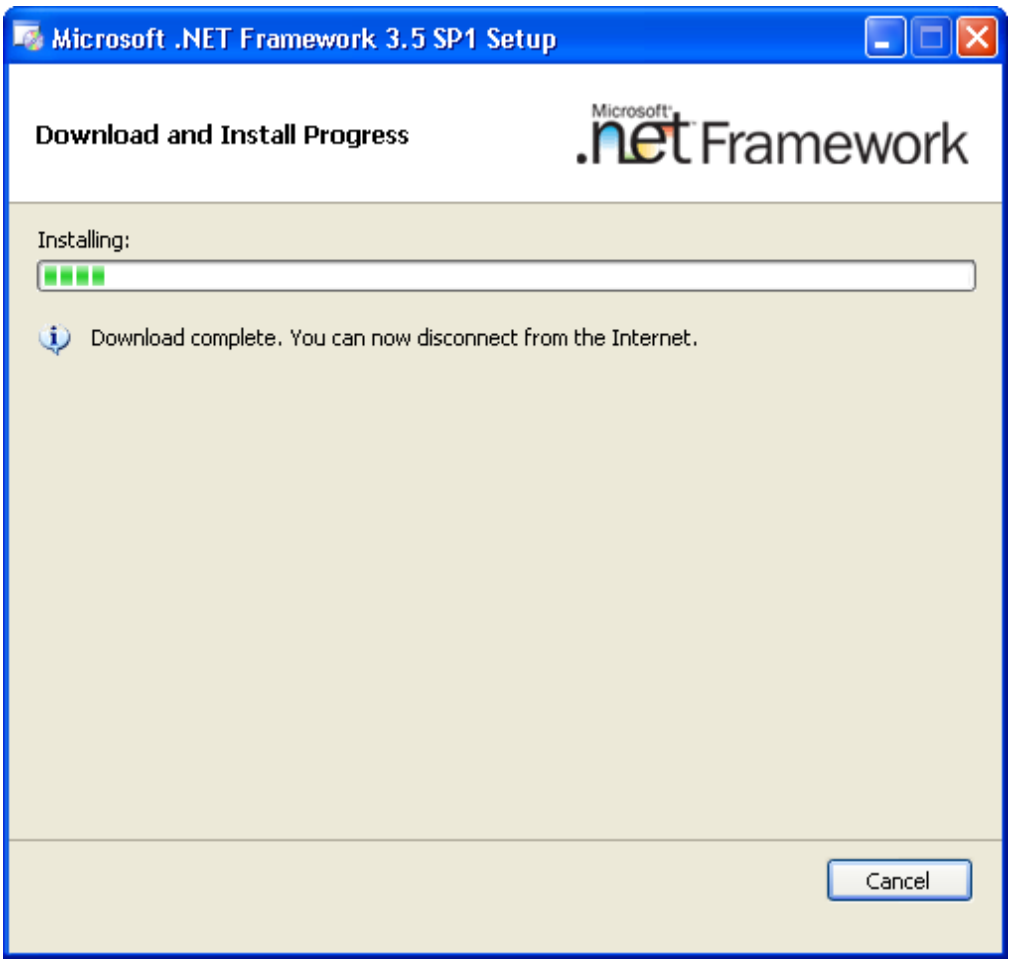

Figure 13.6-4 The "Download complete" message
6. «Download complete.You can now diskonnect from the internet» message will be displayed after finishing the download process (Figure 13.6-4).